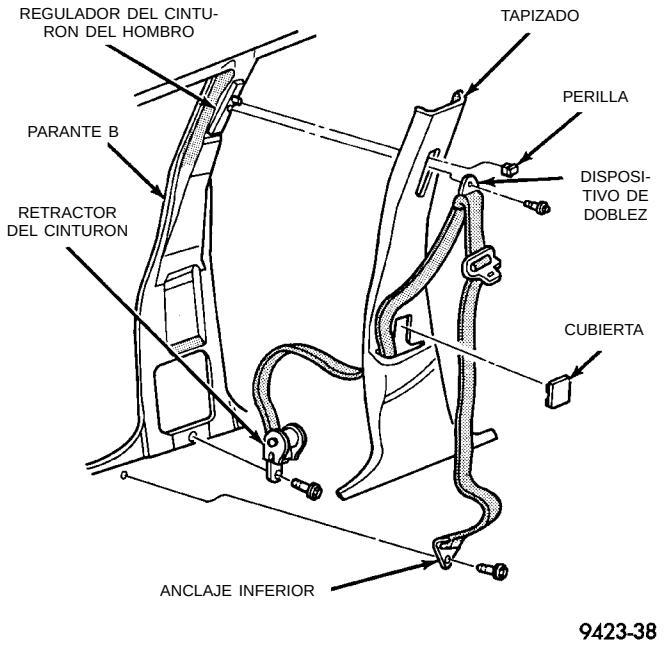

Fig. 65 Retractor del cinturón de seguridad delantero
(1) Retire el tapizado del parante B.
(2) Retire el perno que sujeta el retractor del cinturón de seguridad al parante B (Fig. 65).
(3) Separe el retractor del cinturón de seguridad del vehículo.